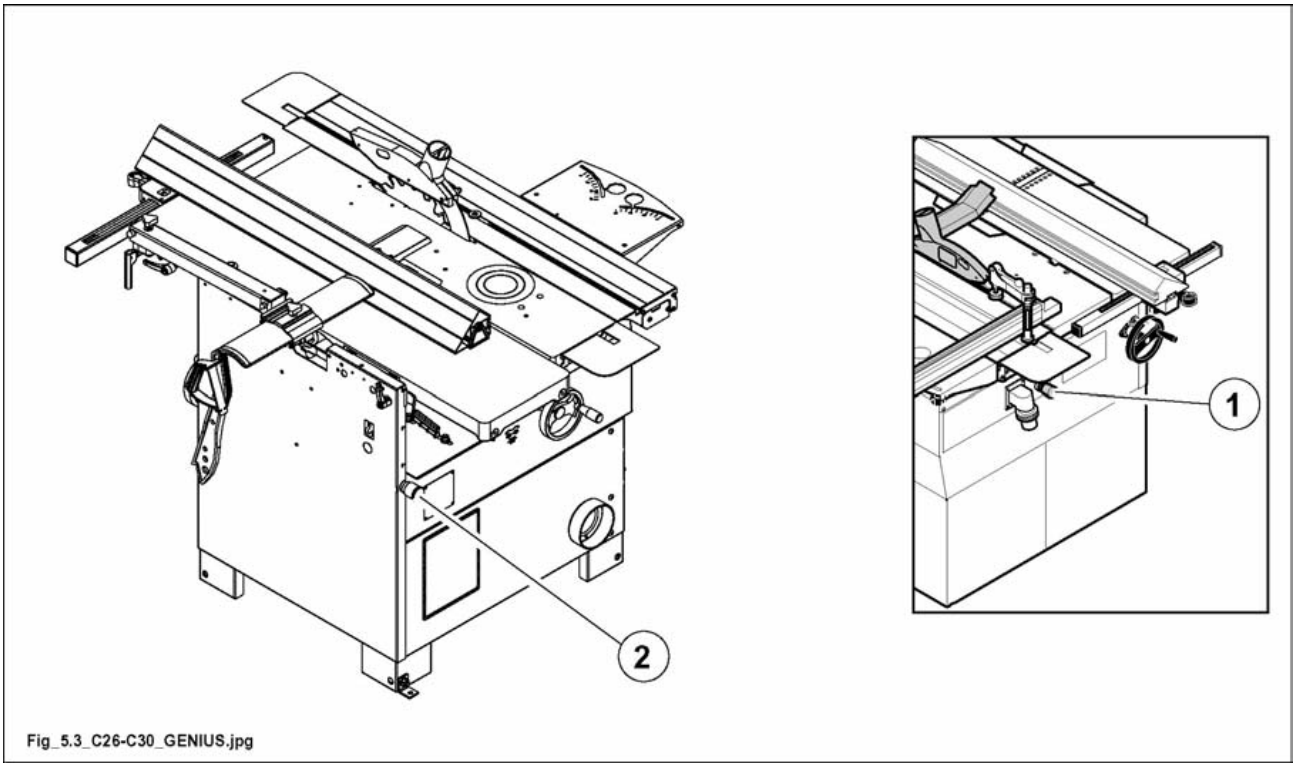

Fig. 5.3
- on the electrical control panel (1 fig. 5.3).
- Surfacing table side (2 fig. 5.3).